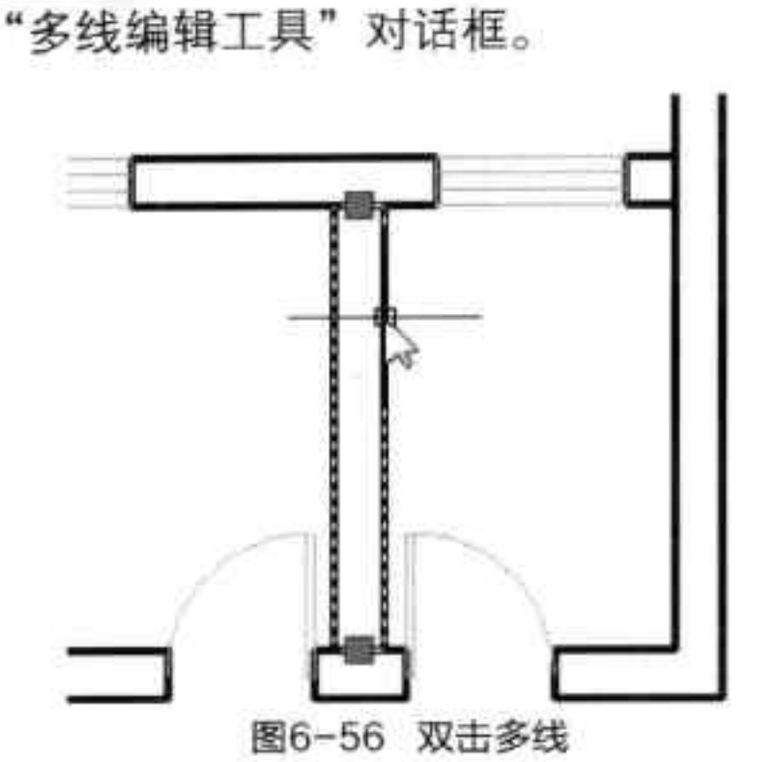

图6-56 双击多线
Step 01 双击所需编辑的多线，如图 6-56 所示，打开“多线编辑工具”对话框。